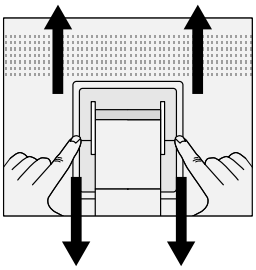

Abbildung S.2
4. Drücken Sie die „▼“-Kennzeichnung mit dem Zeigefinger und schieben Sie gleichzeitig die untere Abdeckung des Fußes (**Abbildung S.2**).